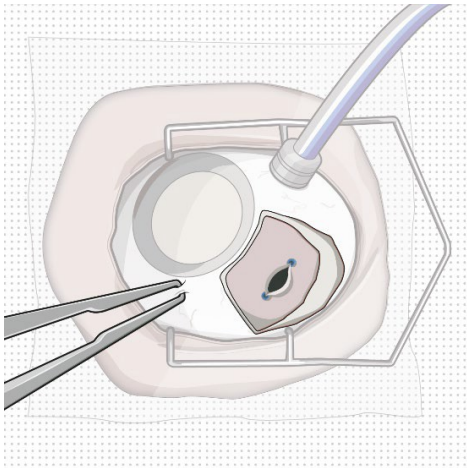

Figure 35
- Prior to inserting the implant, stabilize the globe with forceps to prevent unwanted eye movement (Figure 35).